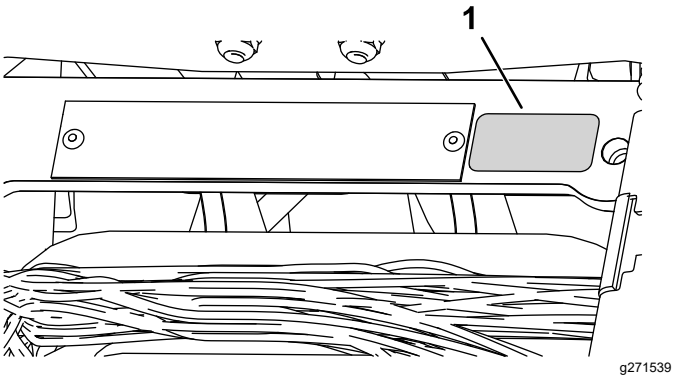

Figura 11
- Applicate l'adesivo dell'anno di produzione accanto alla piastra del numero di serie (Figura 11).